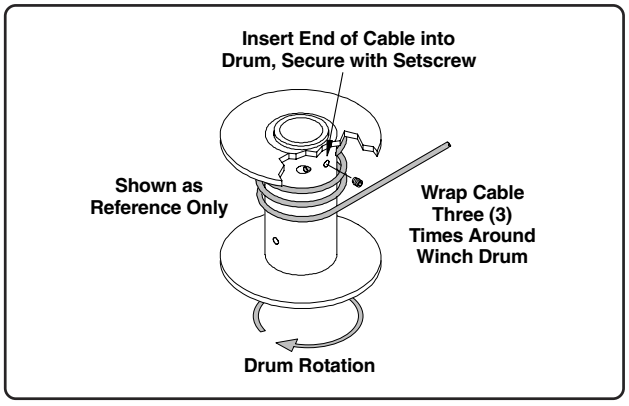

Fig. 40
3. Make three (3) wraps of cable around the winch drum, then insert the cable end into one of the larger holes on the winch drum (it may be necessary to loosen the setscrew in the opening to allow the cable to slide into it). **Make sure the cable is wrapped around the drum in the same direction as it was attached (See Fig. 40).**